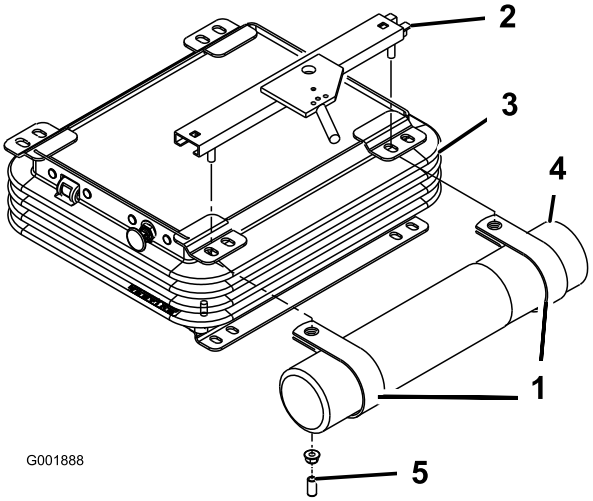

Figur 7
2. Fjern de to møtrikker og vinylmuffer (hvis de er monteret), der fastholder det øvre sædebeslag til sædeaffjedringens venstre side (Figur 7).
3. Sæt R-klemmerne løst på sædebeslagets tapper med de to møtrikker, der blev fjernet før. (Figur 7).
4. Sæt røret til betjeningsvejledningen på R-klemmerne, og stram møtrikkerne (Figur 7).